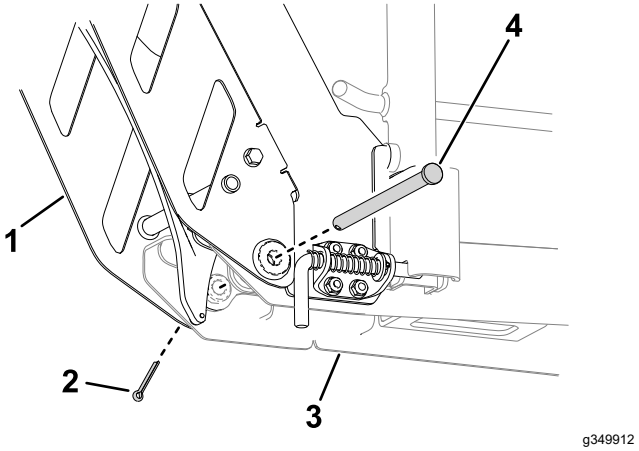

Figuur 16
10. Gebruik een draaipen en borgpen om de oprijplaat met de rail te verbinden (Figuur 16).